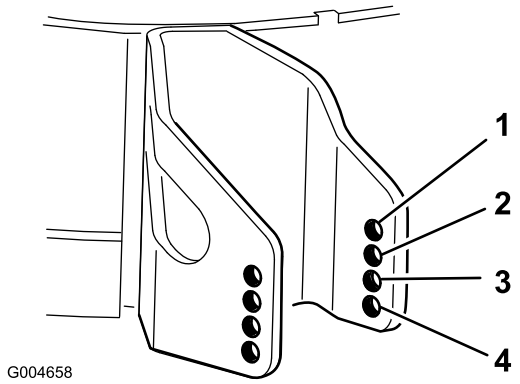

Figur 19
4. Vælg et hul, så antiskalperingsrullen er placeret ved den nærmeste ønskede klippehøjde (Figur 19).